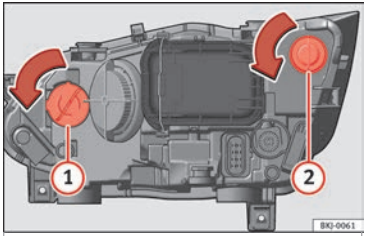

Fig. 113 In the engine compartment: turn signal light bulb (1) and DRL (daytime running light) bulb (2).
– Turn the bulb holder ››› **Fig. 113** (1) or (2) to the left and pull.